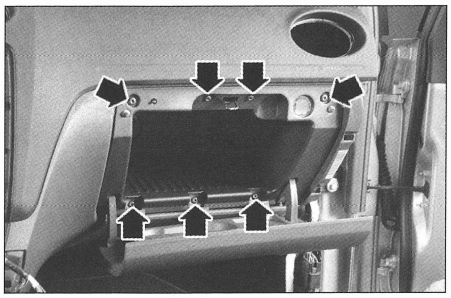

FIG. 33
• Abrir la guantera y desmontar los 7 tornillos **(fig. 33)**.